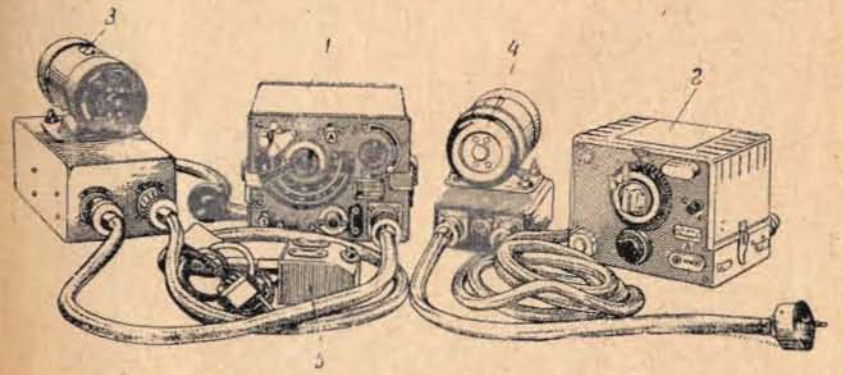

Рис. 1. Общий вид радиостанции РСИ-4:
3. *Комплект* радиостанции (рис. 1) состоит из:
Габариты, внешний вид и органы управления передатчика РСИ-3М остались без изменений (см. рис. 1).
Габариты, внешний вид и органы управления передатчика РСИ-3М1 остались без изменений (см. рис. 1).